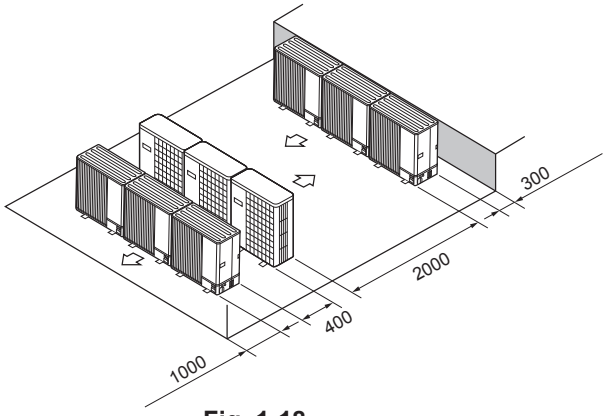

Fig. 1-18
⑥ Multiple parallel unit arrangement (Fig. 1-18)